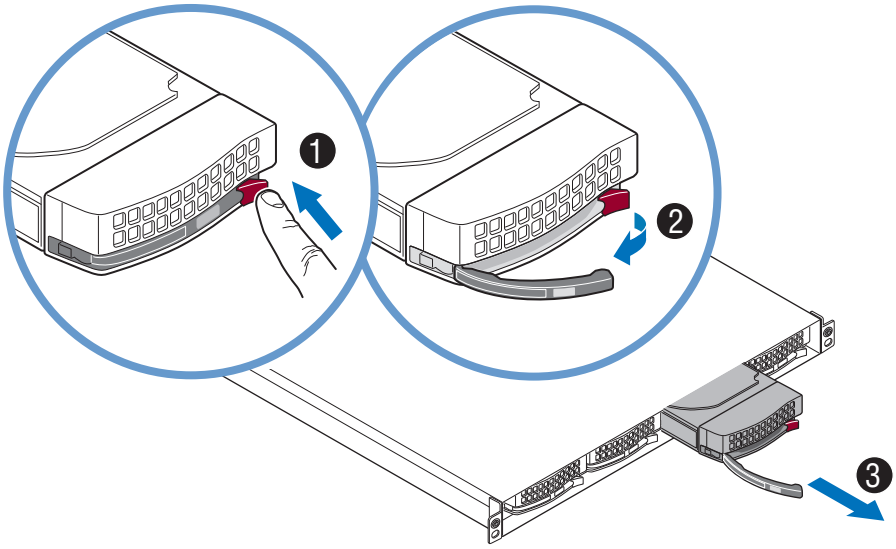

Figure 1–4: Removing a Disk Drive
3. Grasp the handle and pull the disk drive firmly away from the chassis, as shown in *Figure 1–4*.